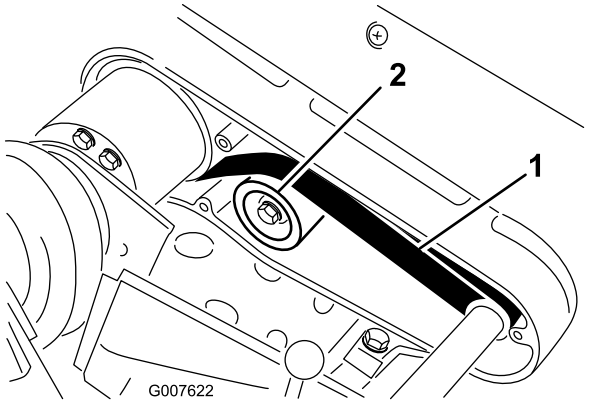

Bild 32
2. Prüfen Sie die Spannung. Bringen Sie hierfür eine Kraft von 2,3 bis 2,7 kg in der Mitte zwischen den Riemscheiben an (Bild 32). Der Riemen muss sich 6 mm durchbiegen lassen.
A. Lösen Sie die Befestigungsmutter der Spannscheibe und drehen Sie die Spannscheibe nach rechts gegen die Rückseite des Riemen, bis Sie die gewünschte Riemenspannung erzielt haben (Bild 32).